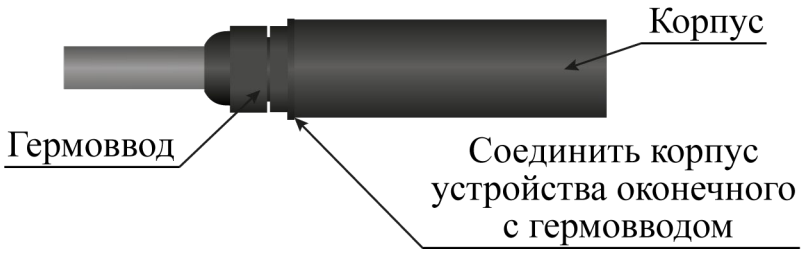

Рисунок 4.11
– навернуть корпус устройства оконечного на гермоввод до упора, не допуская проворачивания экрана относительно кабеля внутри устройства оконечного (рисунок 4.11);